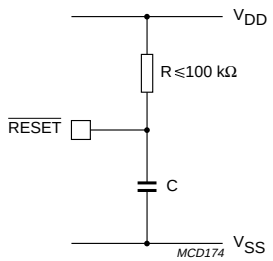

Fig.4 External components for $\overline{RESET}$ pin.
- If V_{DD} has a slow rise time, such that after the time period $(t_{Vref} + t_d)$ has elapsed the supply voltage is still below the minimum operation voltage (V_{min}), external components are required (see Figs 4 and 7). To guarantee a correct reset operation, ensure that the time constant $RC \geq 8 \times t_{VDD}$.